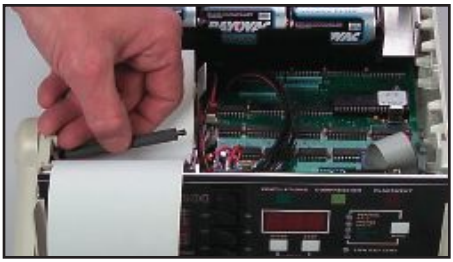

Figure 8
2. Remove platen from bracket by gently pulling up on one end. ***(See figure 8.)***